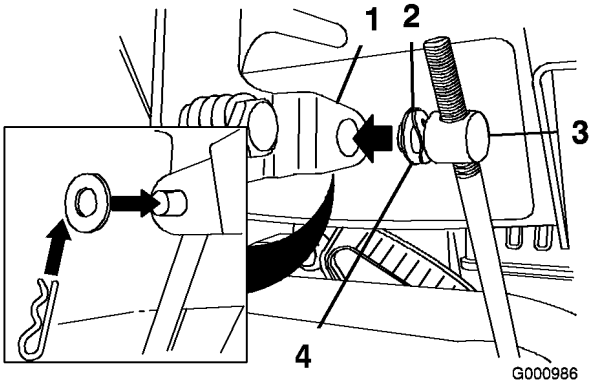

Bild 11
3. Entfernen Sie den Splint und die äußere Scheibe vom Drehzapfen am oberen Ende des Geschwindigkeitseinstellgestänges (Bild 11).
Hinweis: Das Einbauen ist einfacher, wenn Sie die gewellte Scheibe und die flache Scheibe auf dem Drehzapfen lassen (Bild 11).
6. Heben Sie das Geschwindigkeitseinstellgestänge an und setzen Sie den Drehzapfen in das Loch im Geschwindigkeitsschalthebel (Bild 11).